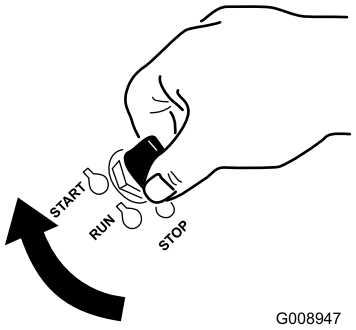

Figur 14
1. Vri tenningsnøkkelen til stillingen Start (Figur 14). Slipp nøkkelen straks motoren starter.
7. Vri tenningsnøkkelen til stillingen Start (Figur 14). Slipp nøkkelen straks motoren starter.